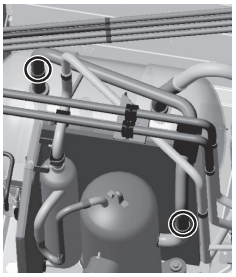

Figure 10
(5) Remove the braze at the three areas on the accumulator outlet pipe. (See Figure 10.)